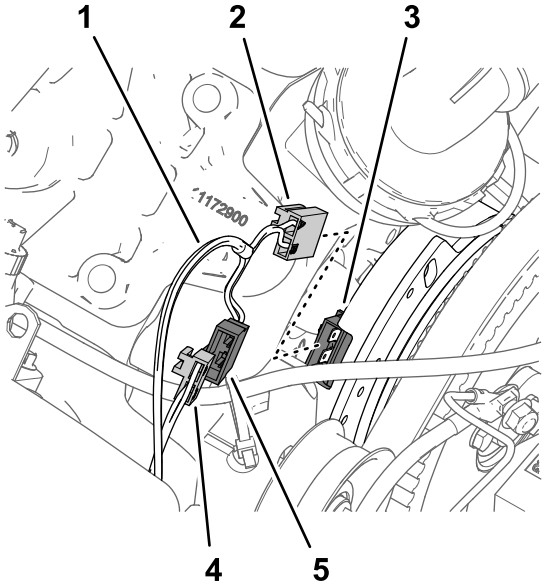

Figur 169
2. Tilslut stikket med 2 ben på afgreningsledningen (84 cm) med angivelsen PUMPEKOBLING fra sættets ledningsnet til stikket med 2 sokler på maskinens ledningsnet med angivelsen SPRØJTEPUMPENS SPOLE (Figur 169).
3. Tilslut sættets ledningsnets stik med 2 sokler med angivelsen PUMPEKOBLING til generatorens stik med 2 ben (Figur 169).